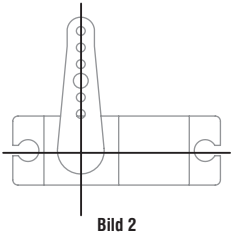

Bild 2
2. Wenn das neue Servo eingeschaltet ist, befestigen Sie das Servohorn und ziehen dann die Schraube fest. Achten darauf, dass das Horn senkrecht ausgerichtet ist (Bild 2)